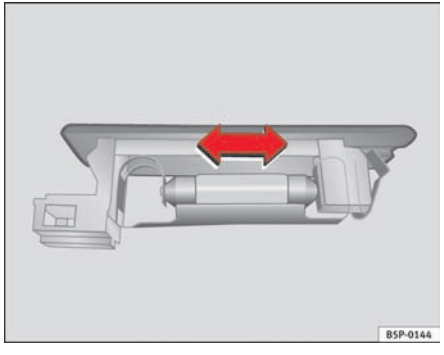

Fig. 168 Luggage compartment light
– Press the lamp sideways and remove it from its housing ⇒ fig. 168.